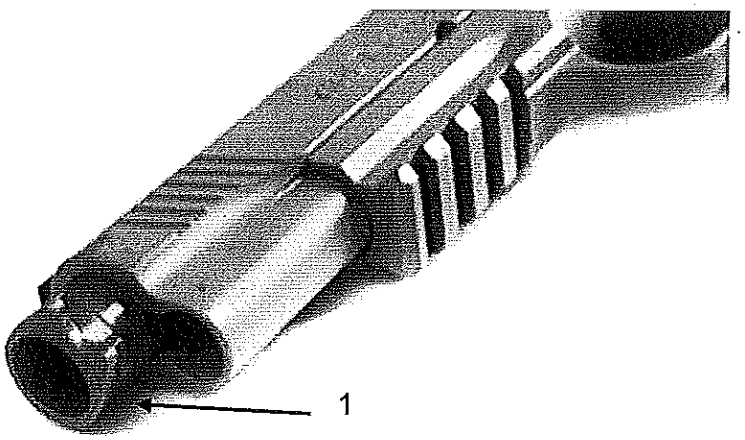

Figure A-11. Remove Barrel Bushing.
6. Rotate the barrel bushing (see fig. A-11, item 1 on page 170) counterclockwise until it stops. Pull barrel bushing forward and out.